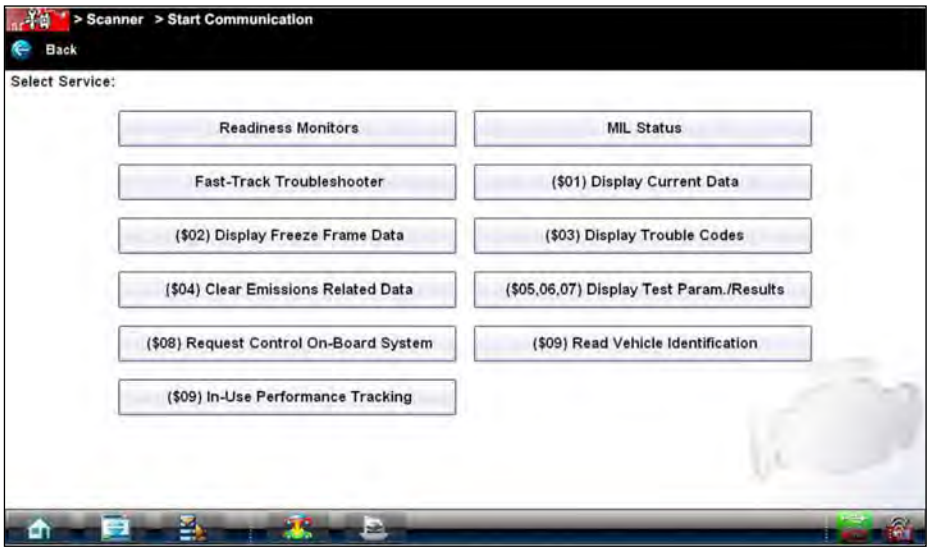

Figure 6-6 *Sample Start Communication menu*
3. Select **Continue** and a menu of available tests displays (Figure 6-6).